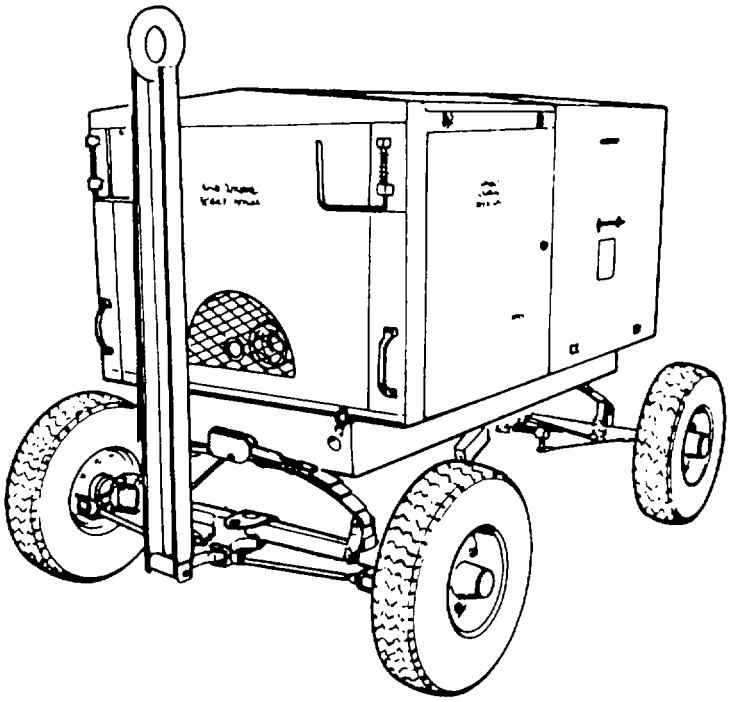

Figure 9-5. Type D5 Hydraulic Test Stand
c. Hydraulic Test Stand. The hydraulic test stand, shown in figure 9-5, is a mobile, self-contained hydraulic testing unit. It is enclosed in a steel, weather resistant housing, mounted on a trailer assembly that has a two bar to permit towing with a vehicle. Access to components in the housing is provided by doors.